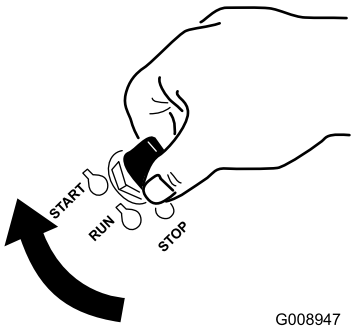

Figur 15
1. Vrid tändningsnyckeln till startläget (Figur 15).